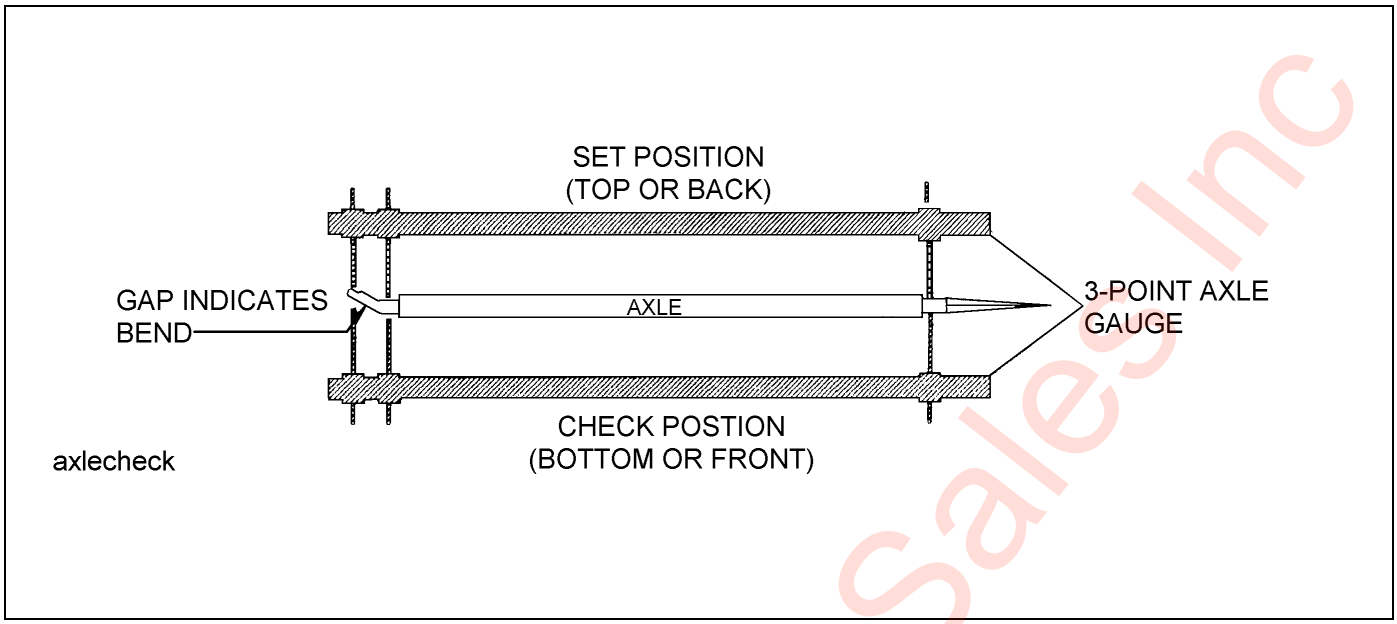

Figure 4-6: Checking Axle for Bend
2. Place a 3-point axle gauge against the front side of the axle, and adjust each axle gauge point to the axle. (Double point end against the inner and outer wheel bearing surfaces of the spindle being checked and the other point on the inner bearing surface on the other spindle.)**(See Figure 4-6.)**
3. Move the axle gauge and place against the back side of the axle. If either of the points of double point end fails to touch the axle surface, a bent spindle is evident. A point gap of .015" or more is considered excessive tire “toe” and the axle must be replaced **(See Figure 4-6.)**